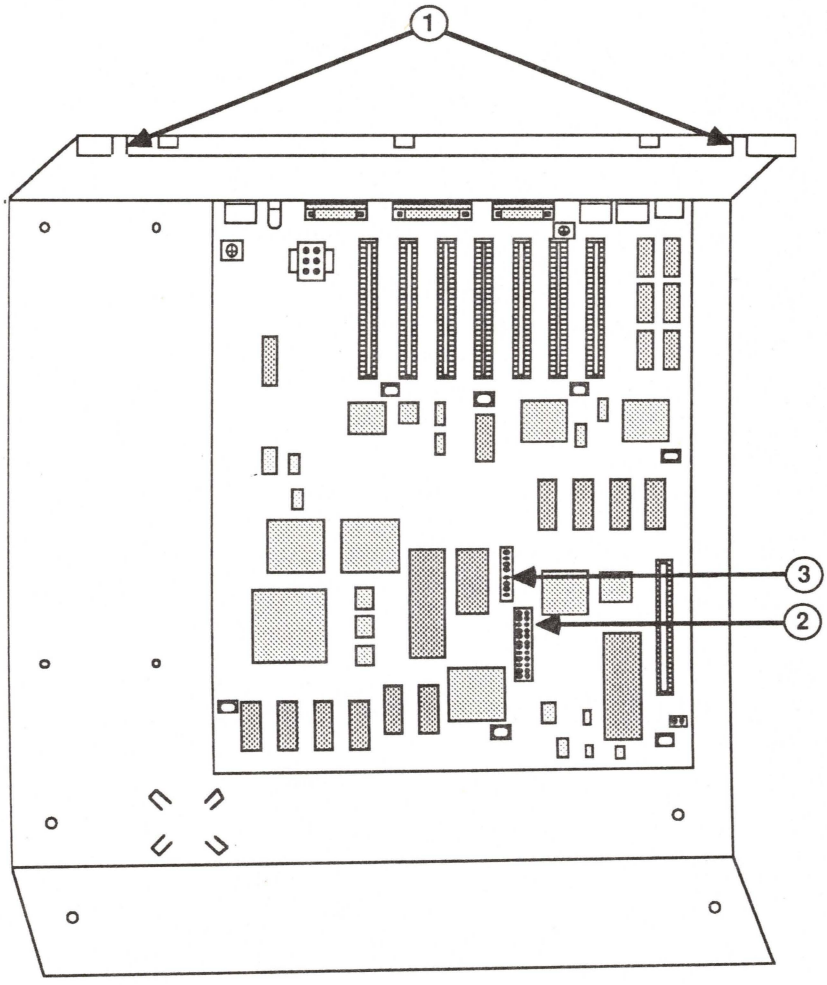
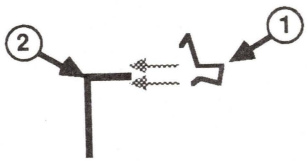

FIGURE 5
FIGURE 6
11. Install the shielding strip on the rear of the bottom pan between the two notches (Figure 5, #1). Figure 6 shows a side view of the shielding strip (Figure 6, #1) being slid onto the rear lip of the bottom pan (Figure 6, #2).
15. Connect the keyboard cable to its socket on the logic board (see Figure 5, #2).
Note: If the customer has an Apple IIe Numeric Keypad, plug it into the connector shown in Figure 5, #3.